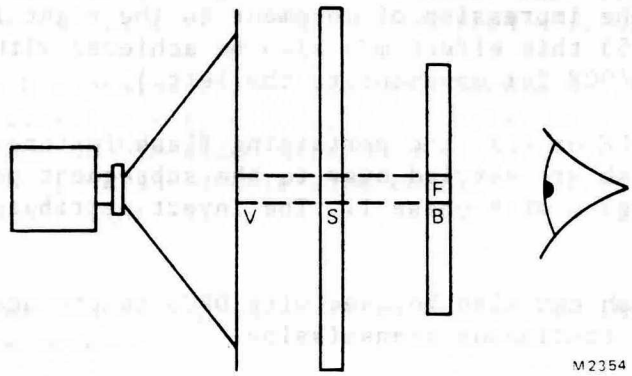

Figure 1.7 Interpretation of transparent
When a pixel is set to transparent (code 00000), the display colour pointer is set to the value of the screen colour at this location. If the screen colour attribute is also transparent, the underlying tv picture, if any, is unblanked (see Figure 1.7) by the video data switching (VDS) output from EUROM being set to logic 0 (LOW) for that pixel. When the tv picture is unblanked, the RGB outputs are taken from location 0 of the colour map.
In Figure 1.7, foreground (F), background (B), and screen (S) colours are shown while V represents the video picture, visible when the screen and the character foreground or background colours are defined as transparent.